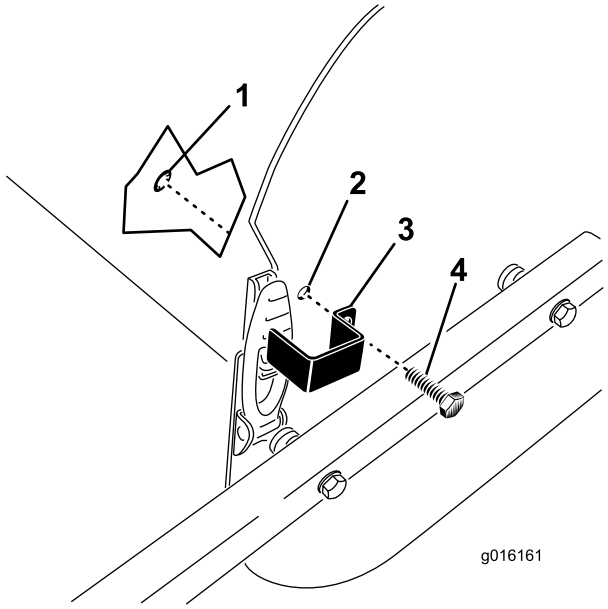

Figur 31
1. Plasser låseplaten over panserlåsen mens du stiller inn monteringshullet med hullet i sideplaten (Figur 31).
2. Fest låseplaten til sideplaten med en trykkbolt og låsering (Figur 31).